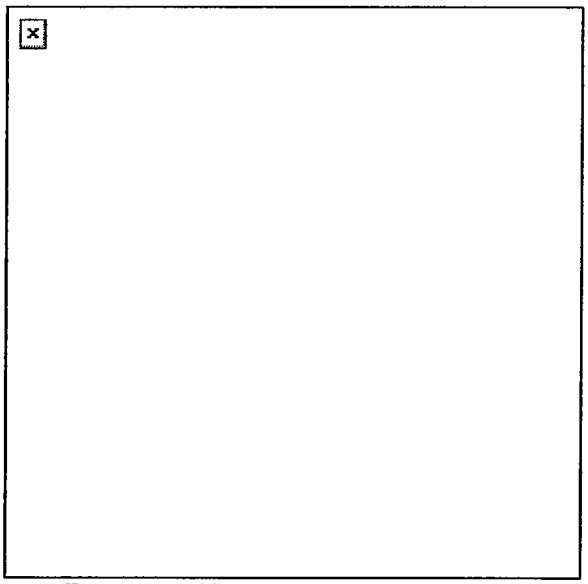

Figure 10. High machine gun position.
c. Although grazing fire is desirable when employing the machine gun, it will be impractical or impossible where destroyed vehicles, rubble, and other obstructions restrict the field of grazing fire. In such cases, emplacing the machine gun at a higher location, firing from loopholes on the second or third floor, or firing through a loophole in the roof is advised (Figure 10).